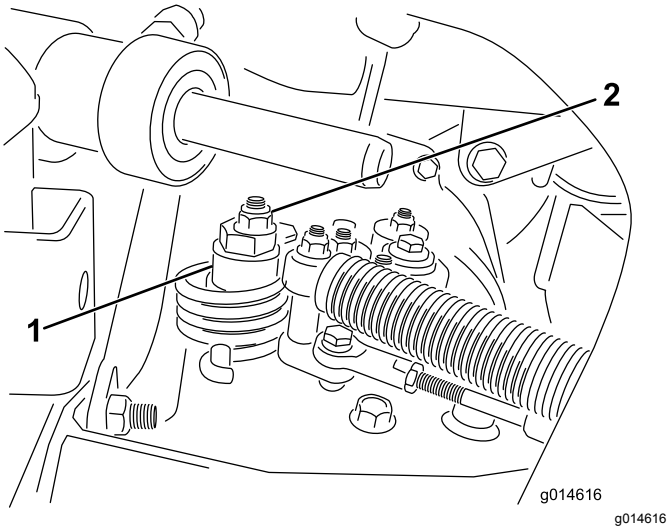

**Figuur 37**
A. Draai de moer los waarmee de excentriek is bevestigd aan de bovenkant van de hydrostaat (Figuur 37).
C. Draai aan de excentriek totdat de machine niet meer naar voren of naar achteren kruipt. Als het wielen niet meer draaien, zet u de moer vast waarmee de excentriek en de afstelling worden geborgd (Figuur 37). Controleer de instelling met de gashendel op LANGZAAM en op SNEL.